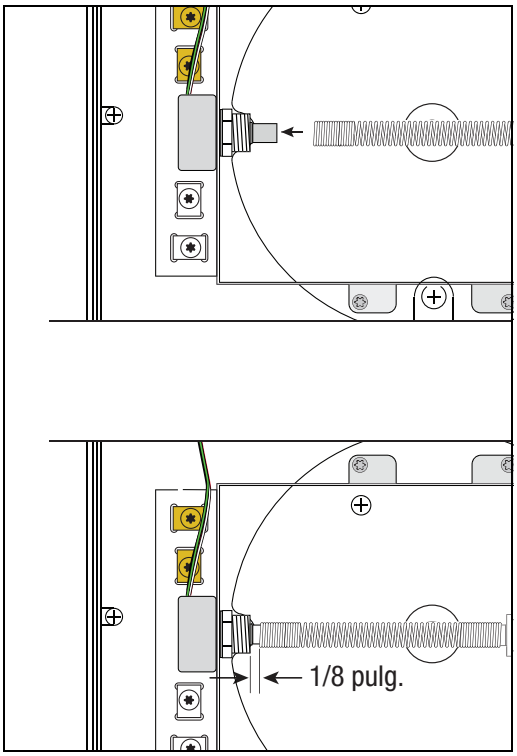

Figura 17. Presionar el resorte del codificador dentro del eje del codificador de pulso
15. Doble cuidadosamente el resorte del codificador encima del eje del codificador y presione el extremo abierto del resorte para que entre en el eje. Introduzca el resorte en el eje hasta que esté aproximadamente a 1/8 pulgada del codificador de pulso (Figura 17).